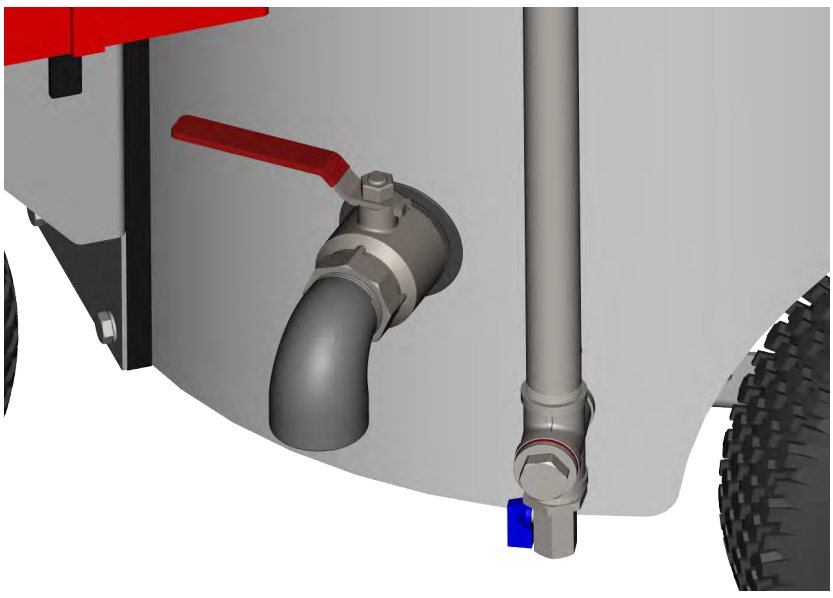

Рисунок 23: Сливной клапан с рычагом
2. Подставьте подходящий сосуд под слив ② сливного клапана (см. „Рисунок 23: Сливной клапан с рычагом“.)
3. Откройте сливной клапан, потянув рычаг ① против часовой стрелки (см. „Рисунок 23: Сливной клапан с рычагом“.)
5. Закройте сливной клапан, повернув рычаг ① по часовой стрелке в исходное положение.